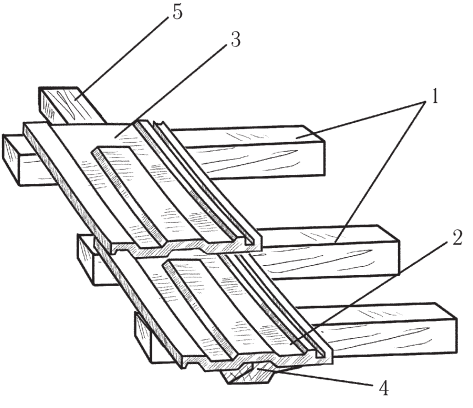

Рис. 99. Укладка пазовой ленточной черепицы: 1 — обрешетина карниза; 2 — нижний черепок; 3 — верхний черепок; 4 — продольный стык; 5 — стропило
2. У пазовой ленточной черепицы имеются продольные пазы, благодаря которым черепицу можно укладывать в 1 слой (рис. 99).